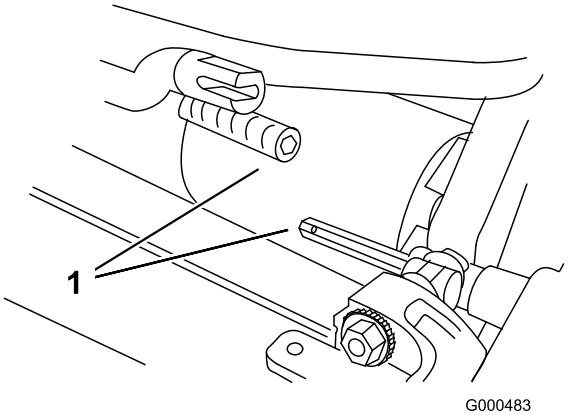

Figur 4
3. Skub klippeenheden ind under traktionsenheden og mod venstre for at indkoble transmissionskoblingen (Figur 4).